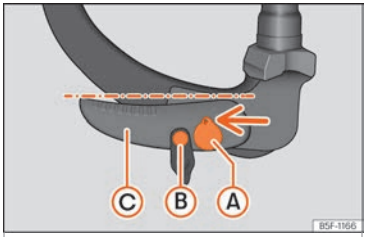

Fig. 184 Posição de reserva: verificação da posição
- A chave ››› Fig. 184 (A) encontra-se na posição desbloqueada (o orifício da chave está acima).
- Pode mover-se o perno de desbloqueio ››› Fig. 184 (B).
- A alavanca ››› Fig. 184 (C) encontra-se na posição inferior.